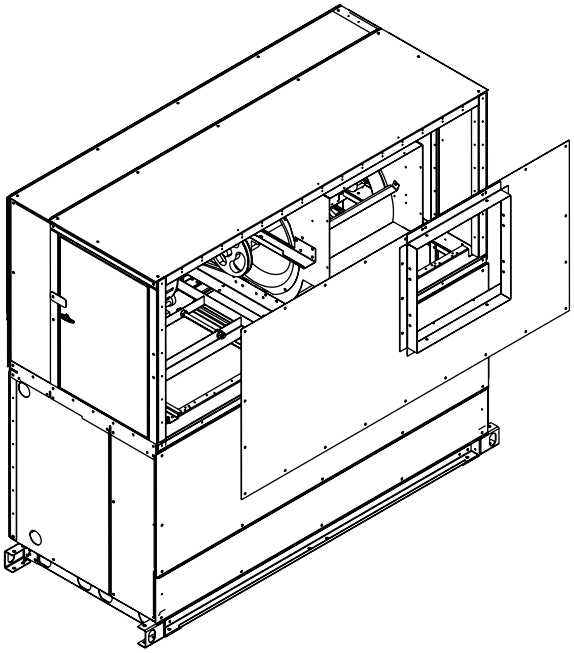

Fig. 90 — Remove Fan Discharge Panel
1. Disconnect the fan discharge by removing the screws from the discharge of the fan housing. Remove the fan discharge panel (Fig. 90).